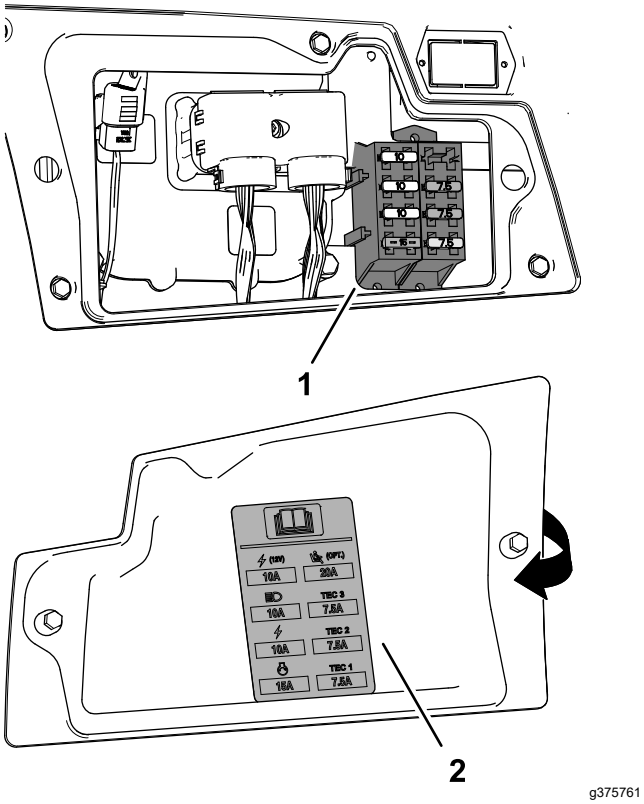

Рисунок 130
3. Замените перегоревший предохранитель (Рисунок 130) на предохранитель такого же типа и номинальной силы тока.